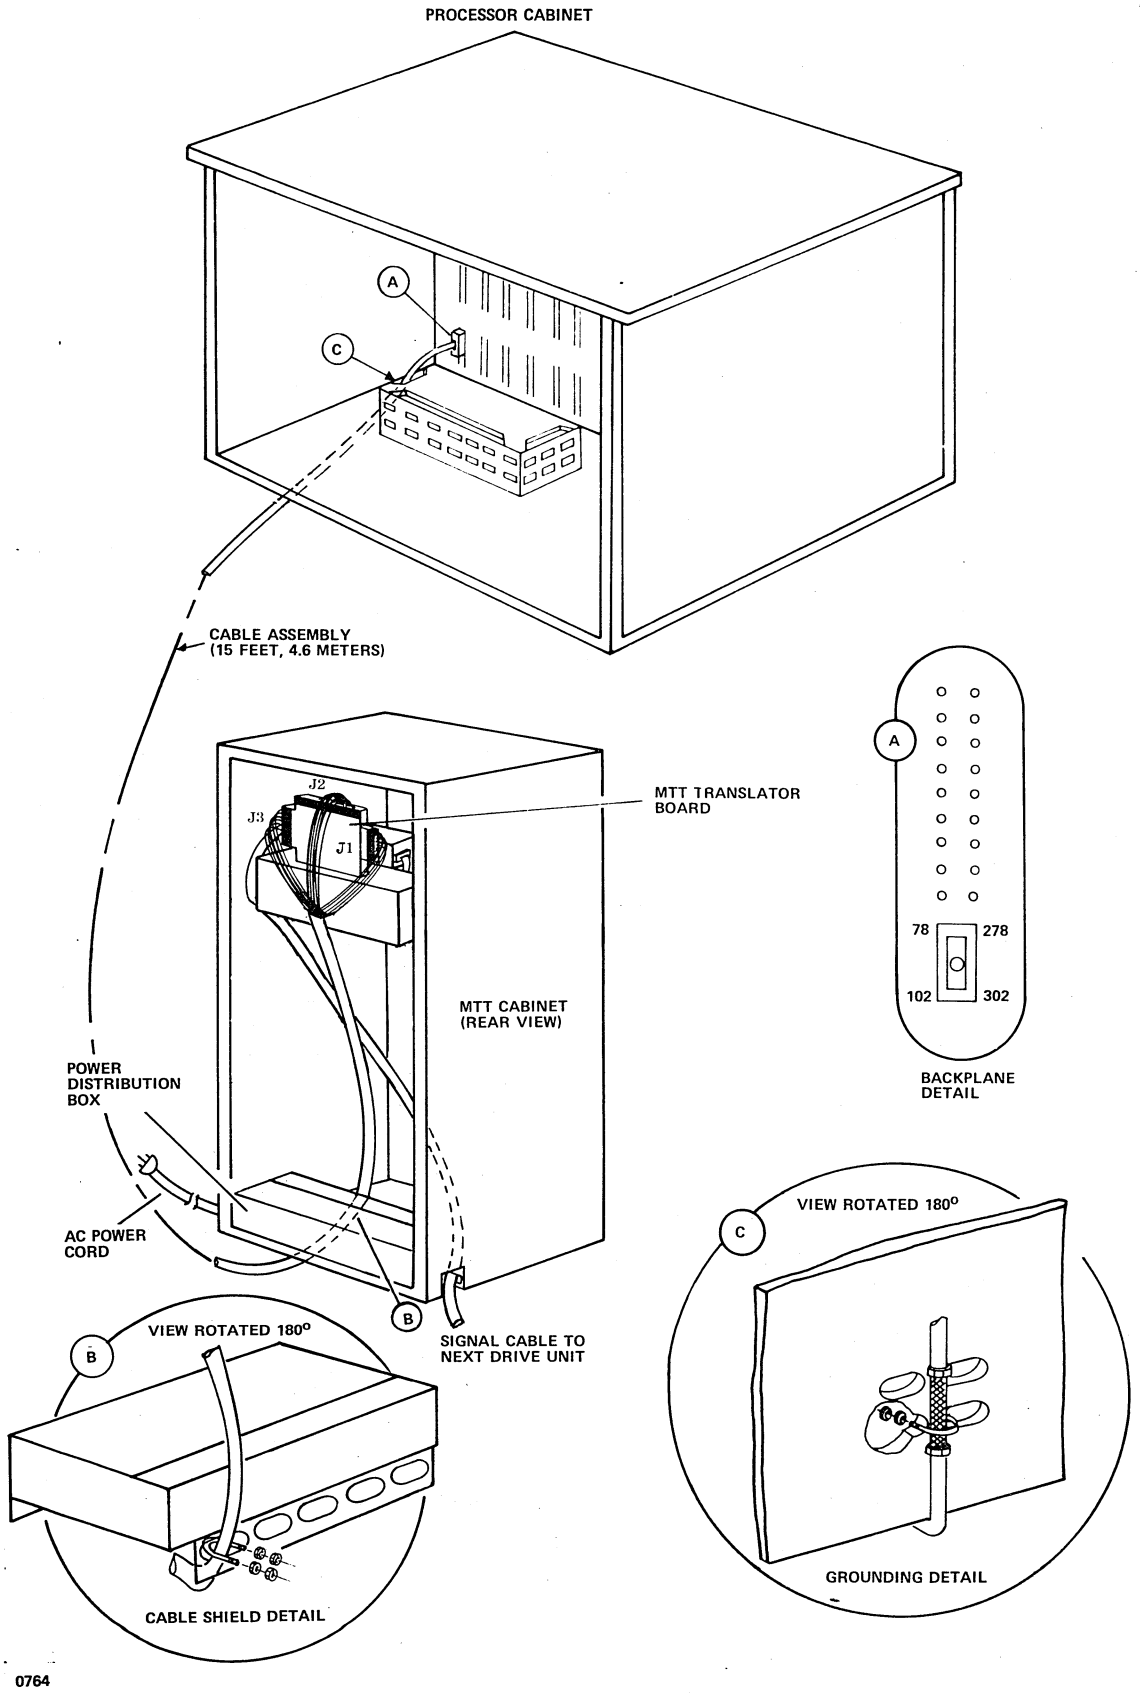

Figure 9-5. CYBER 18 Magnetic Tape Transport Signal and Power Cable Connection
See figure 9-5 for details on connecting the input power cord of the magnetic tape transport. Compare the unit name plate power ratings with the available site power source.
Figure 9-5 illustrates the connection of the interface cable assembly between the magnetic tape transport unit and the magnetic tape controller (see section 1 for the backplane slot assignment). If a nine-track and a seven-track magnetic tape transport are used in a system, the first unit (MTT 1) must be the nine-track unit. See figure 9-2.
1. Connect the signal cable to the backplane of the processor and to the translator board (figure 9-5).
2. Ground the cable shield to the processor cabinet as illustrated in figure 9-5. More than one cable can be grounded by a single U-bolt.
3. Ground the cable shield to the magnetic tape transport cabinet as shown in figure 9-5.